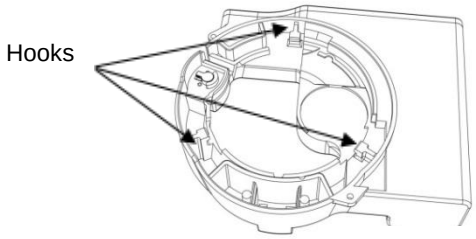

fig. 5
- IZAR RC 868 i G4 features 3 fastening hooks (fig. 5) to mount the module on the meters of the Diehl Metering inductive modular range.